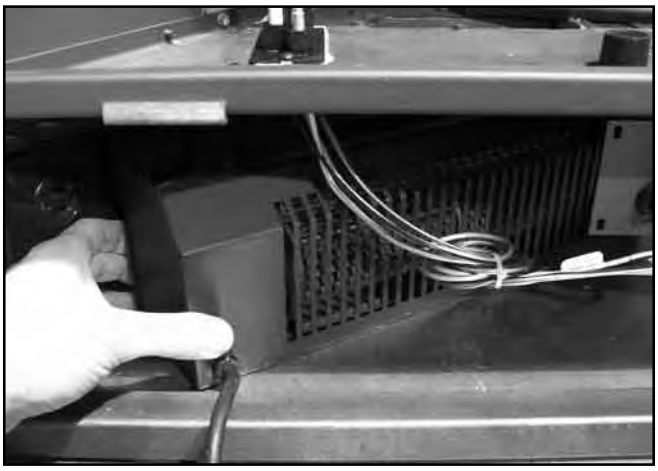

Figure 46. Placing Fan Kit Into VF36
3. Place fan in lower area of unit behind the controls (see Figure 46).